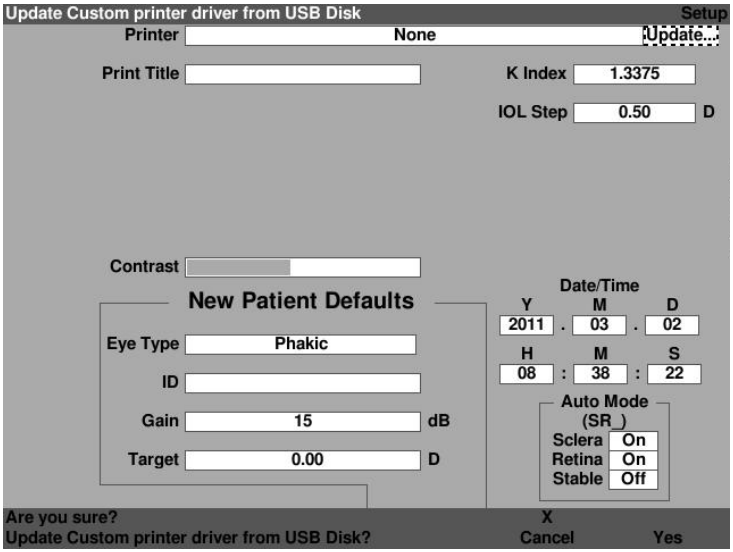

Figure 5-29 Are You Sure?
7. Press the knob or the check mark button, to activate the field, indicated by the dashed border as shown in figure 5-29.